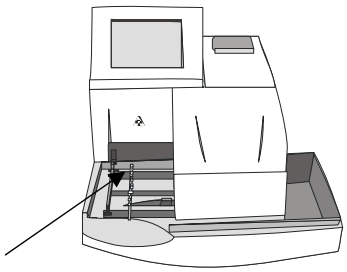
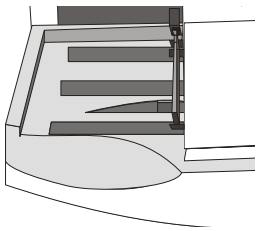

Figure 5-4
Figure 5-5
Step 3: Place the reagent strip on the work place, make sure that the front end of the reagent strip contacts the front wall of the work table (Figure 5-4). When analyzer detects the existence of the reagent strip, it will push the strip to the test section (Figure 5-5).